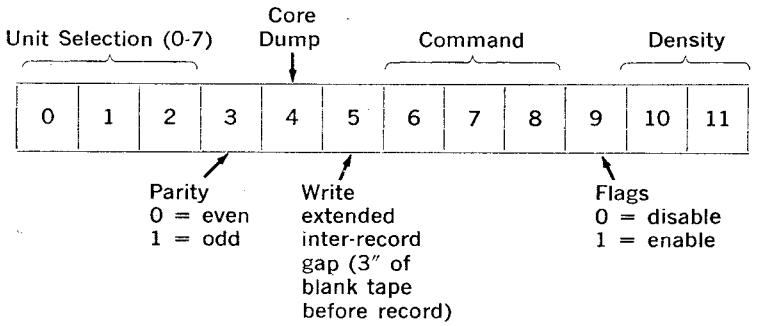

Figure 7-23
c. Any command (see figure 7-23) which the tape control, although ready, cannot perform; for example:
(1) WRITE with WRITE LOCK condition
(2) 9-channel tape and incorrect density
(3) BOT and SPACE REVERSE